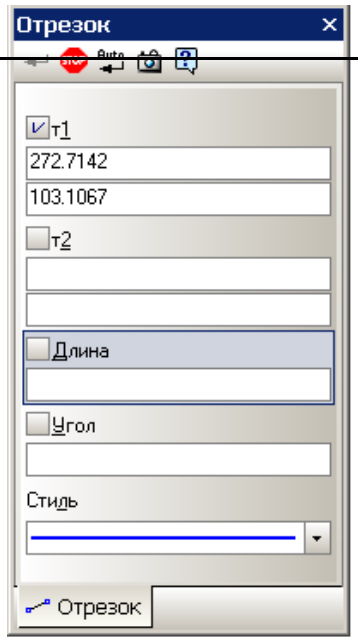

Рис. 7.8. Плавающая панель свойств команды **Отрезок**.
- Появилась **Панель свойств** команды **Отрезок** (рис. 7.8 и 7.9).